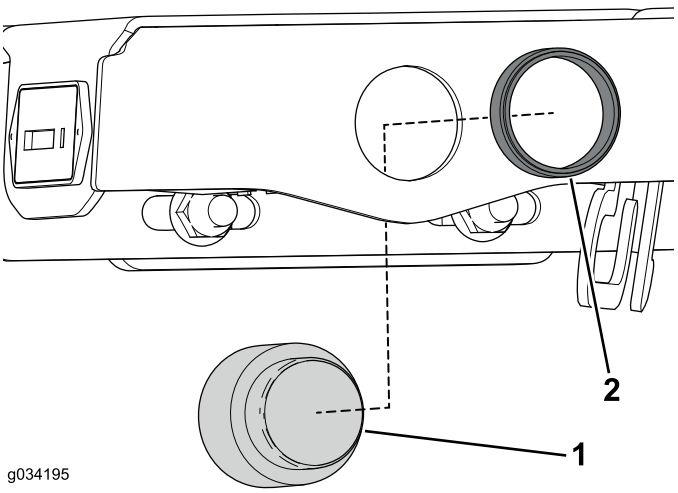

Figura 27
2. Utilice el anillo de retención para sujetar la alarma sonora a la consola (Figura 27).